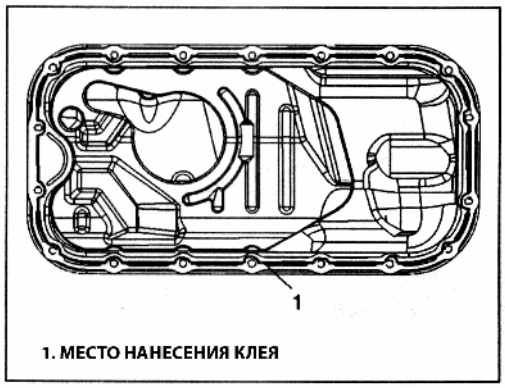

Рис. 45
2) Очистите соответствующие поверхности поддона и блока цилиндров. Очистите остатки масла, остатки уплотнителя и загрязнений. Затем нанесите непрерывный слой уплотнителя (Рис. 45).